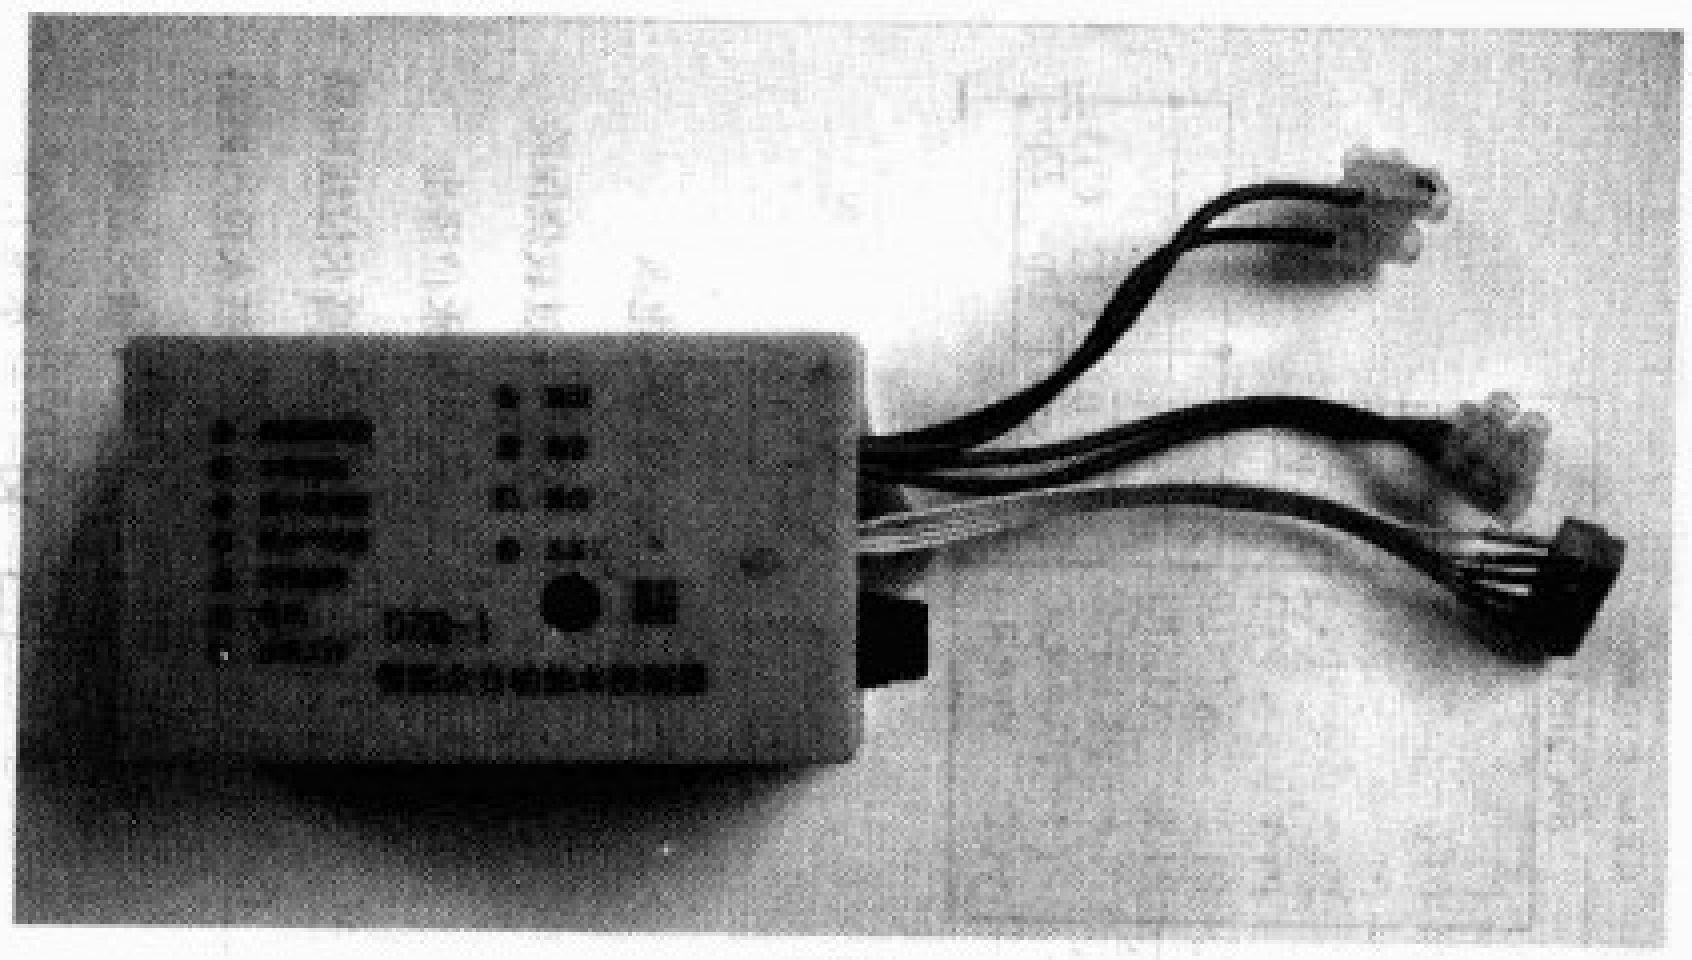

图7
2. 将焊好全部元件的两块板装进一个6 × 10 × 4 (cm)的胶外壳中。我使用的外壳安装完成后的作品如图7所示。注意由于结构小需要在两块板的中间放一张绝缘纸，以免电源板上面的零件与CPU 板短路。